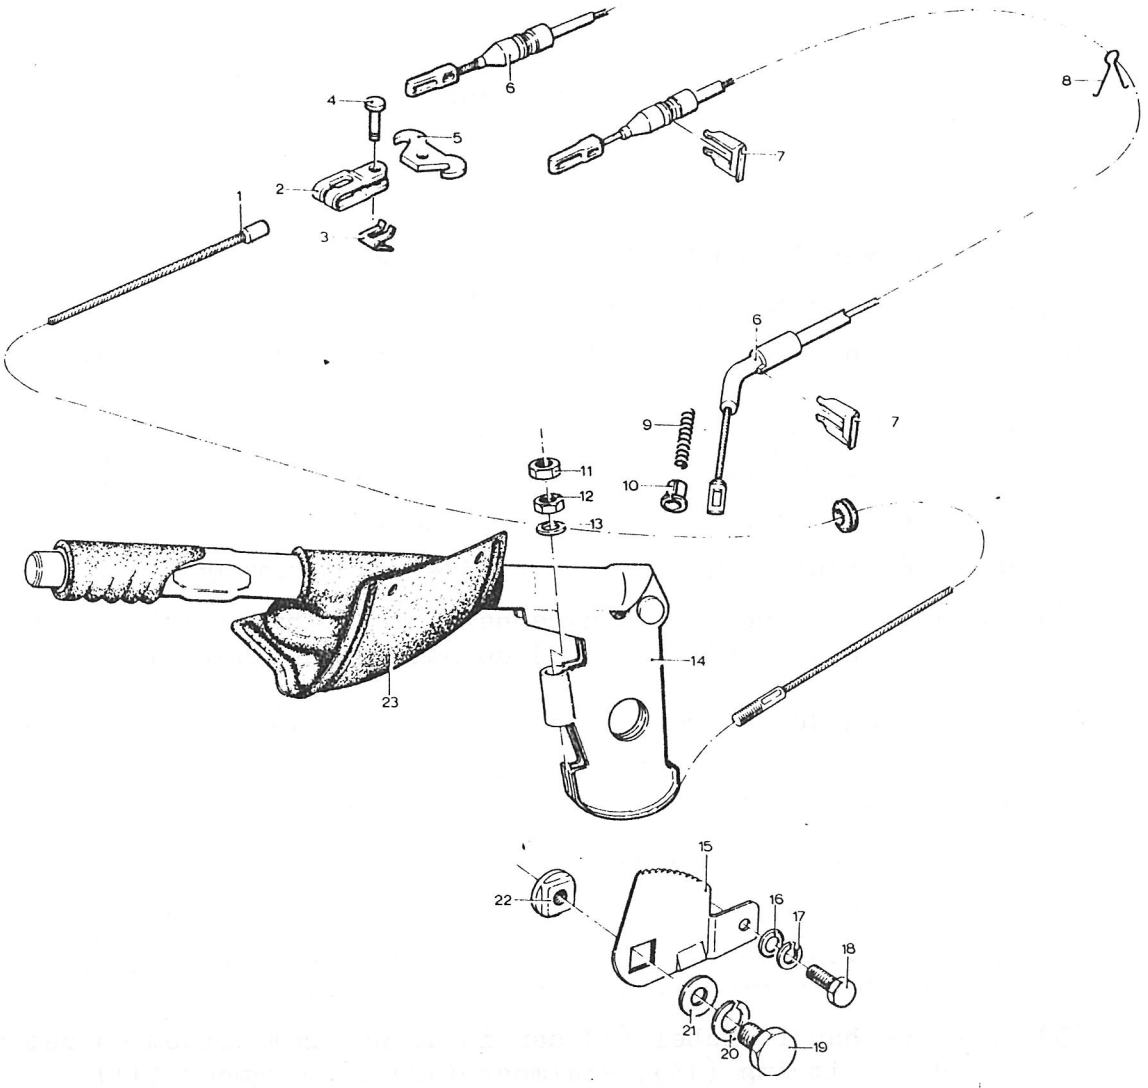

Afb. 2.11.1. Handreminstallatie
a. Verwijderen van de handremhefboom (afb. 2.11.1)
(1) Klap de hoes (23) omhoog.
(2) Los de bout (18) en verwijder de veerring (17) en sluitring (16).
(3) Draai de borgmoer (11) en de stelmoer (12) van het draadeind op de handremkabel (1) en verwijder de sluitring (13).
(4) Trek de handremkabel (1) uit de handremhefboom.
(5) Draai de bout (19) los en verwijder de veerring (20).
(6) Verwijder de komplete handremhefboom uit het voertuig; let op de moer (22), sluitring (21) en het tandsegment (15),
b. Aanbrengen van de handremhefboom (afb. 2.11.1.)
(1) Plaats het tandsegment (15), de moer (22) en de sluitring (21) op de juiste wijze in de handremhefboom.
(2) Plaats de komplete handremhefboom in het voertuig.
(3) Zet vast met de bout (19) en veerring (20).
(4) Breng de bout (18) met veerring (17) en sluitring (16) aan en zet het tandsegment (15) vast.
(5) Breng de handremkabel (1) aan in de handremhefboom en zet vast met de sluitring (13), stelmoer (12) en borgmoer (11).
(6) Stel de handrem af (zie e. hierna).
(7) Klap de hoes (23) omlaag.
c. Verwijderen van de handremkabels (afb. 2.11.1)
(2) Draai de borgmoer (11) en de stelmoer (12) van het draadeind op de handremkabel (1) en verwijder de sluitring (13).
(3) Trek de handremkabel (1) uit de handremhefboom.
(4) Verwijder de beschermplaat van de variomatic, de uitlaatdemper en het hitteschild.
(5) Haak de handremkabel uit de gaffel (2).
(6) Trek de handremkabel uit de tule en verwijder de handremkabel.
(7) Haak de gaffel met de evenaar (5) uit de twee ogen op de resterende twee handremkabels (6).
(8) Haak de ogen op het andere eind van de kabels van de hefboom op de achterwielen.
(9) Verwijder de klemveren (7) en de veren (8).
(10) Verwijder de handremkabels.
(11) Verwijder de bus (10) en de drukveer (9).
d. Aanbrengen van de handremkabels (afb. 2.11.1.)
(1) Breng de drukveer (9) en de bus (10) aan.
(2) Breng de twee handremkabels (6) op de juiste wijze onder het voertuig en zet vast met de veren (8) en de klemveren (7).
(3) Haak de ogen van de handremkabels aan de hefbomen op de achterwielen.